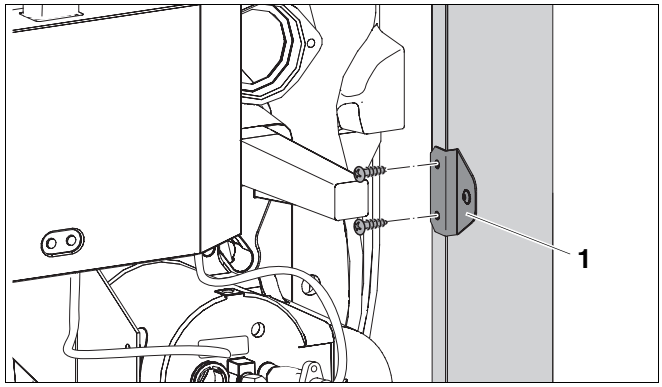

Afb. 45 Hoek aan de zijwand monteren
- Monteer de hoek voor de bevestiging van de branderkap telkens links en rechts aan de zijwand (➔ afb. 45).